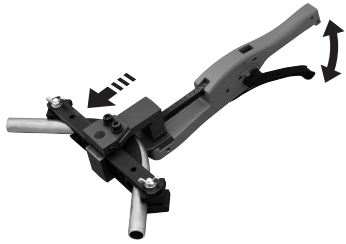

図7
⑧ 希望する曲げ角度になるまでガイドを前進させてください。（図 7）